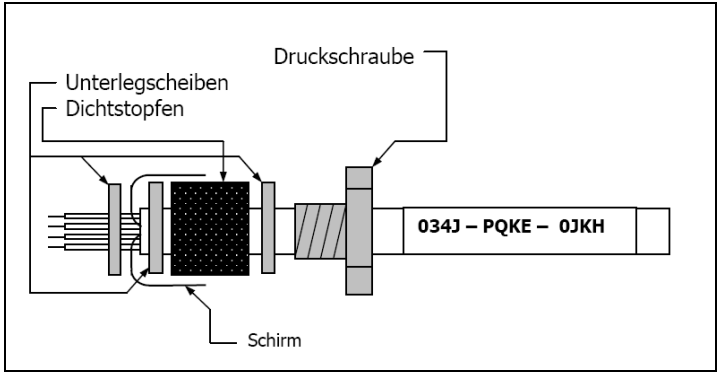

**Abbildung 13:** Kabelmontage
2. Entfernen Sie ca. 4 mm der einzelnen Aderisolierungen und verzinnen Sie die Ader-Enden. Schieben Sie nacheinander die Druckschraube, Unterlegscheiben, Gummidichtung der Kabelverschraubung entsprechend **Abbildung 13** über das vorbereitete Kabelende.